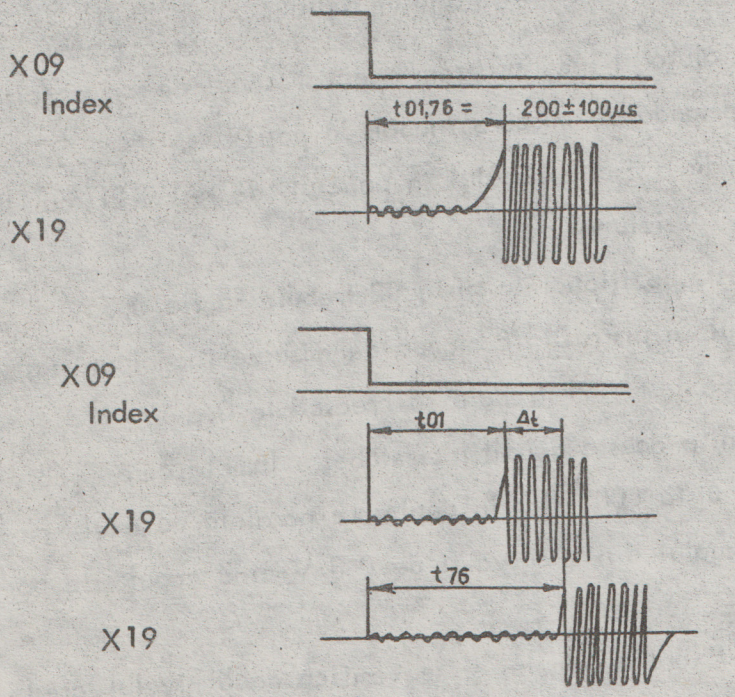

Fig.14. Reglaj tangențial.
- se urmăreşte ca intervalul pînă la creşterea semnalului din X19 să fie în limitele 200 $\pm$ 50 μs (vezi fig.14)